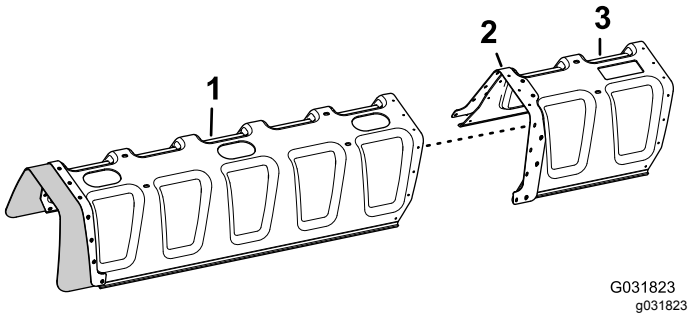

Rysunek 149
3. Ustaw otwory w płycie usztywniającej (dwa rzędy otworów) na przedłużeniu pokrywy równo z otworami na jednym końcu pokrywy wysięgnika 11-dyszowego (Rysunek 149).